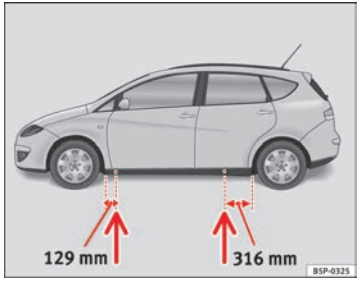

Fig. 179 Jack position points
– Locate the jacking point under the door sill closest to the wheel to be changed ⇒ fig. 179.
Recesses at the front and rear of the door sills mark the jacking points ⇒ fig. 179. A position has been made for each wheel. Do not fit the jack anywhere else.